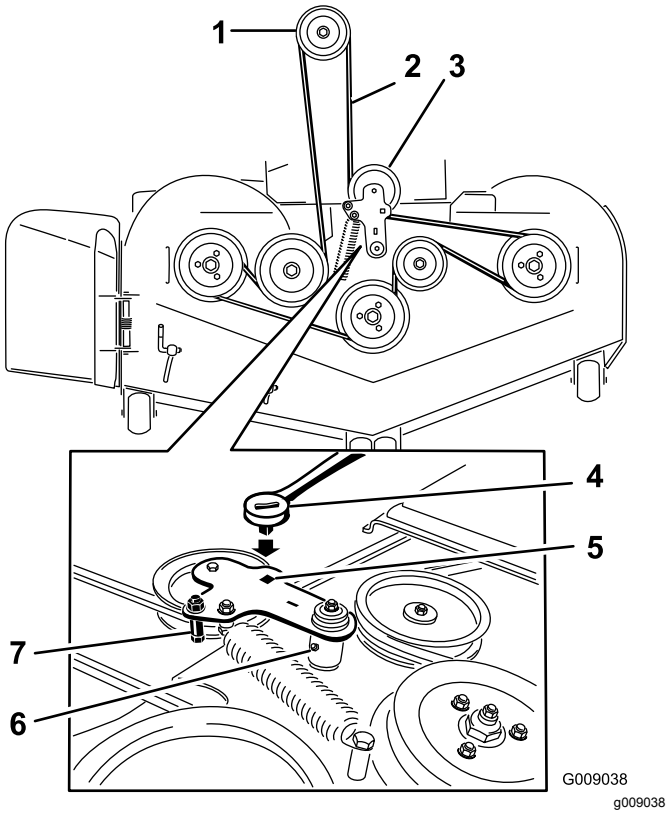

Figuur 81
7. Gebruik een ratelsleutel in de vierkante opening in de arm van de spanpoelie om de druk op de veer te verminderen (Figuur 81).
9. Verwijder de riemgeleider op de arm van de veerbelaste spanpoelie zoals getoond in Figuur 81.
11. Bevestig de nieuwe riem rond de poelies van het maaidek en de koppelingspoelie onder de motor (Figuur 81).
12. Bevestig de riemgeleider op de arm van de spanpoelie zoals getoond in Figuur 81.
13. Gebruik de ratelsleutel in de vierkante opening en plaats de veer van de spanpoelie (Figuur 81).